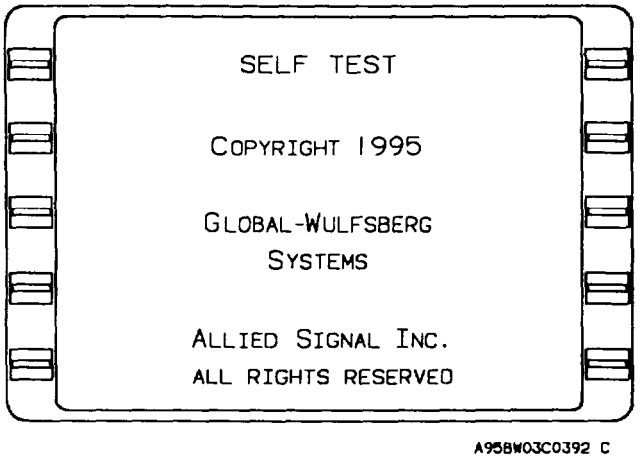

Figure 3-28. FMS Self Test Page
(2) Initialization page. After the self test is completed, the initialization page (fig. 3-28) will appear.